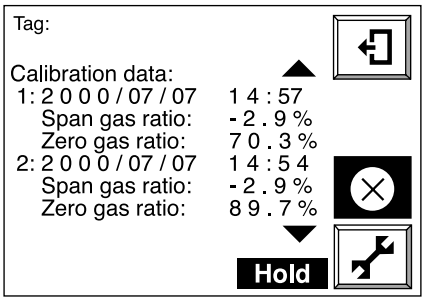

Figura 12.6 Storia delle calibrazioni
(4) Controllare come segue se il deterioramento o il danno al gruppo sensore che ha causato l'allarme è avvenuto improvvisamente durante la calibrazione:
b. Visualizzare "Calibration time history" premendo il tasto ▼ (figura 12.6). Dato che questo display consente di controllare i dieci precedenti valori del fattore di correzione dello span e del fattore di correzione dello zero, è possibile visualizzare il deterioramento del sensore.